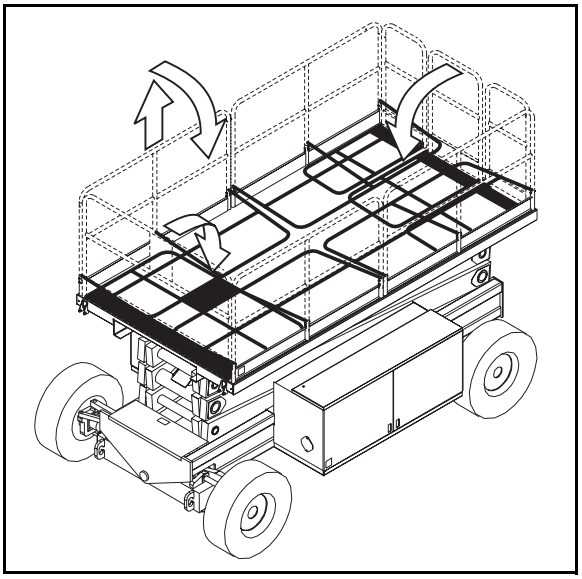

Figure 2-4: Fold Down Guardrails
2.11 FOLD DOWN GUARDRAILS (FIGURE 2-4)